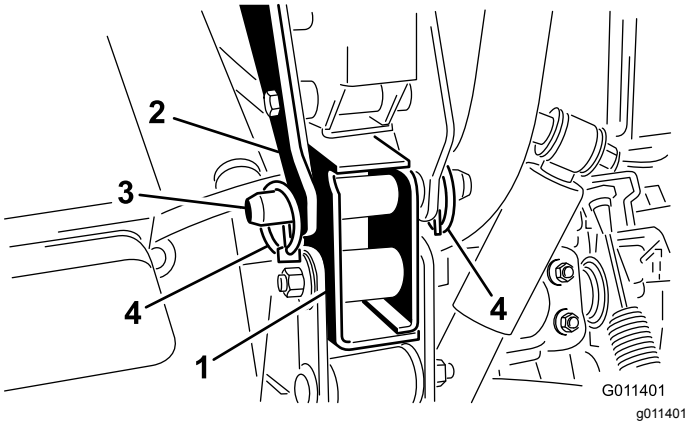

Figur 8
6. Fest hver bakre monteringsbrakett til kjøretøyrammen med en splittpinne og to ringstifter (Figur 8).